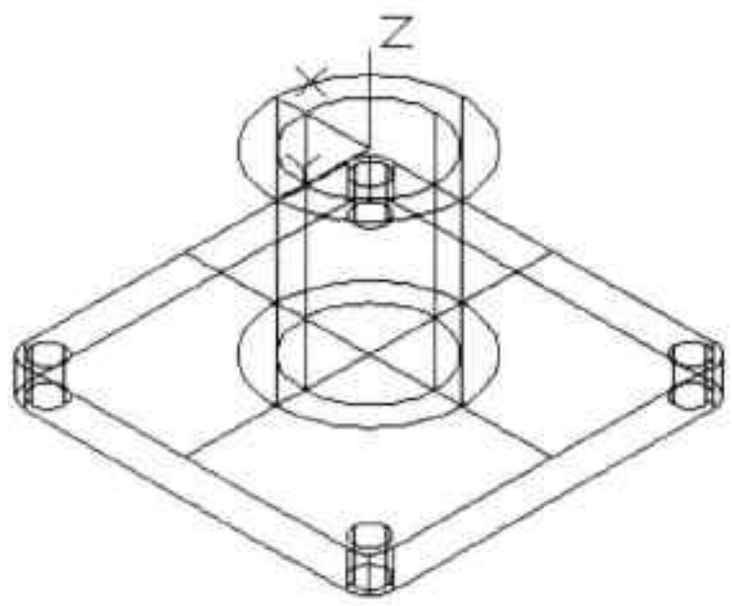

图13-56 更改UCS坐标
Step09 执行“并集”命令，将直径为 40mm 的圆柱体与长方体底座进行合并。将 UCS 坐标移至圆柱体顶面圆心，如图 13-56 所示。